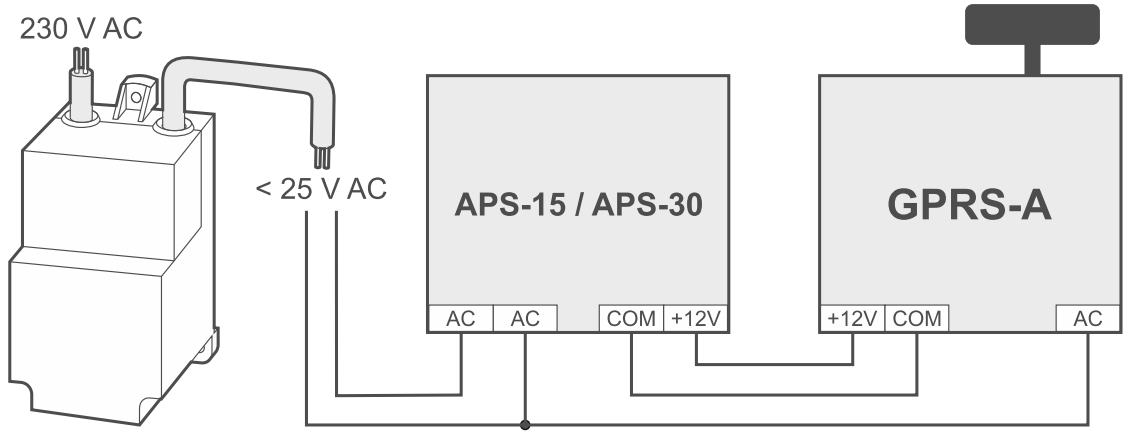

Fig. 7. Example of connecting supply and monitoring AC voltage presence if the module is powered from SATEL APS-15 / APS-30 power supply.
2. If the module is to be powered from the SATEL APS-15 or APS-30 power supply unit, you can connect to the AC input terminal the wire from the secondary winding of the transformer which supplies the AC voltage to the power supply (Fig. 7). This will enable the GPRS-A module to supervise the presence of AC voltage.